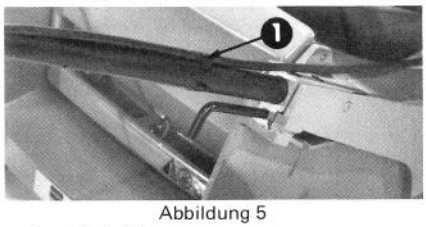

Abbildung 5
1. Kabelklemmen um das Kabel zum Schutzschalter auf oberen und unteren Griff montieren (Abb. 5).